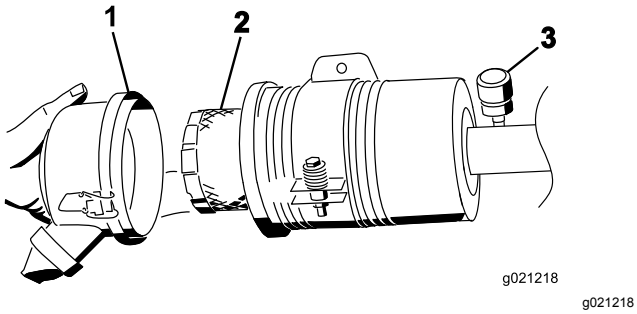

Figur 84
5. Ta ut og skift ut filteret (Figur 84).